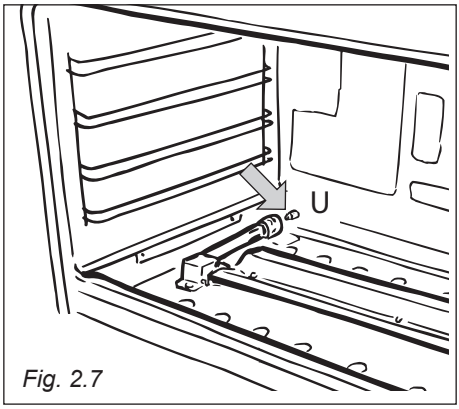

Fig. 2.7
- Using a 10 mm box spanner, unscrew the injector “**U**” (indicated by the arrow in fig. 2.7) and replace with a new injector selected in accordance with the “Table for the choice of the injectors”; then replace the burner repeating the above steps in reverse order.